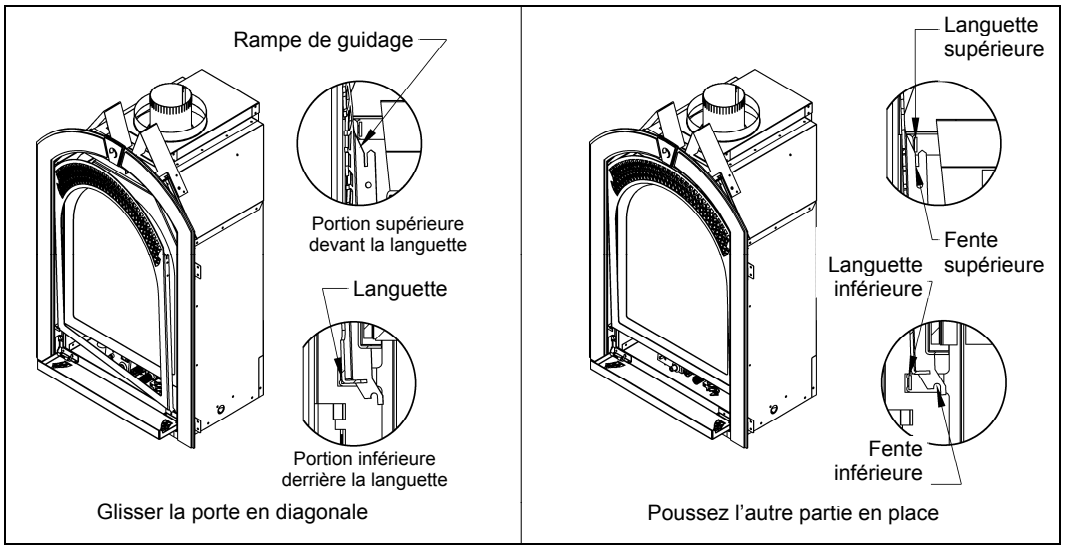

Figure 17 – Positionnement de la porte dans le foyer.
2. Glissez la porte en arche sur l'appareil, tel qu'illustré à la Figure 17. Assurez-vous que la portion supérieure du cadre soit DEVANT les languettes supérieures, et la portion inférieure DERRIÈRE les languettes inférieures.